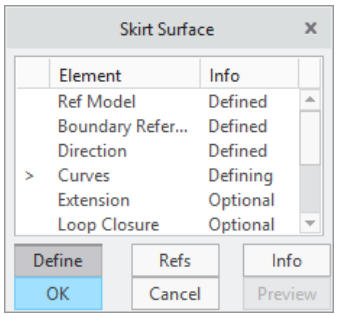

*Figure 16-15 The **Skirt Surface** dialog box*
4. Choose the **Skirt Surface** tool from the expanded **Surfacing** group of the **Parting Surface** dashboard; the **Skirt Surface** dialog box along with the **Menu Manager** is displayed, as shown in Figures 16-15 and 16-16, respectively.